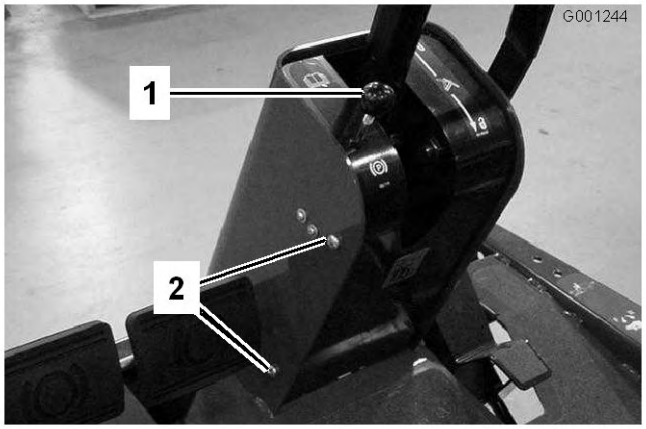

Figure 69
1. Retirez le bouton de la tige du frein de stationnement et les vis du couvercle de la colonne de direction (Figure 69).